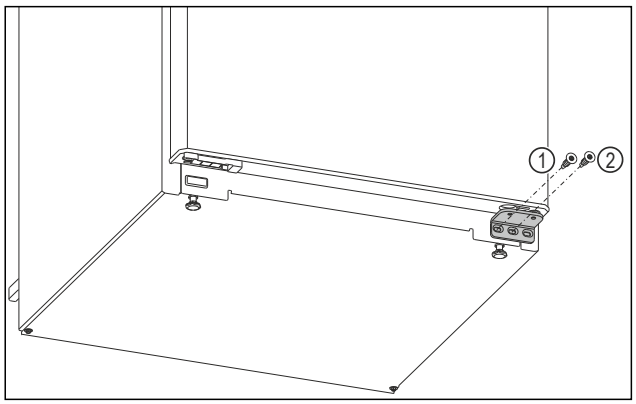

*Fig. 6*
▶ Unscrew the inner screw on the lower swap bearing block with a Torx 20 screwdriver. *Fig. 6 (1)*
▶ Unscrew the middle screw on the lower swap bearing block with a Torx 20 screwdriver. *Fig. 6 (2)*